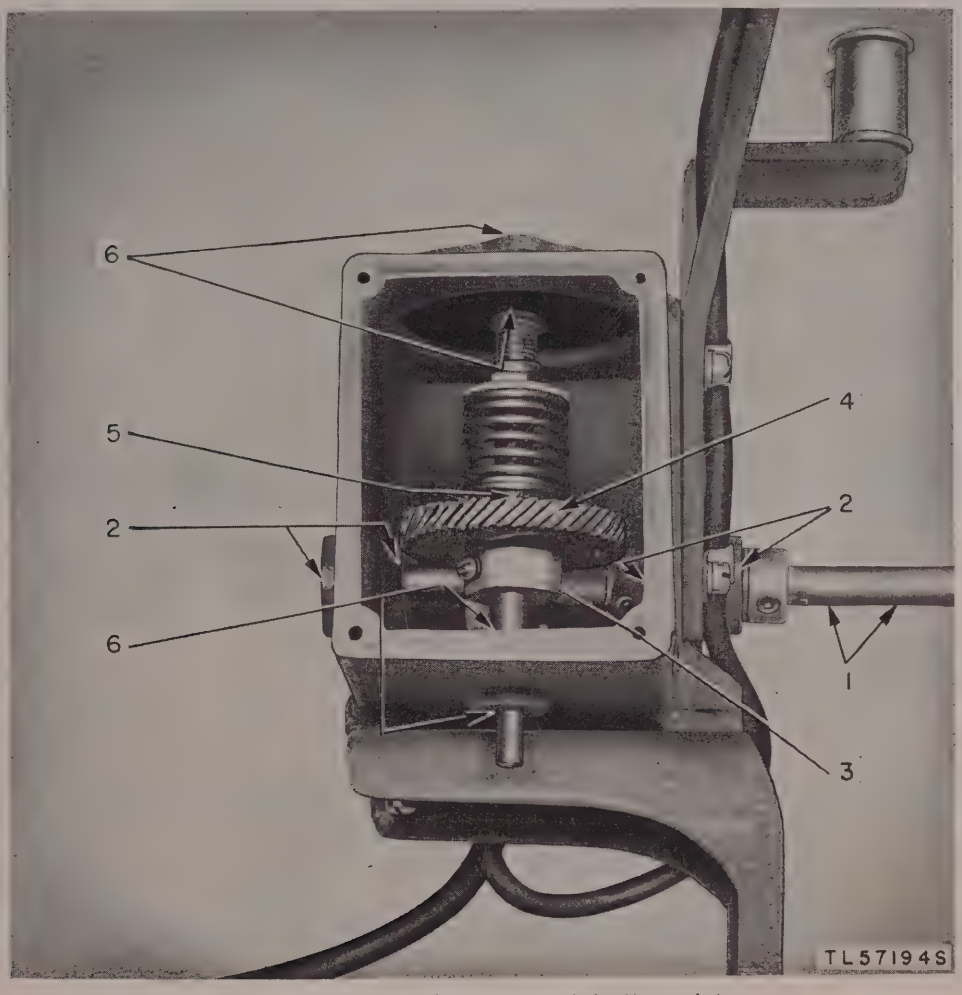

Figure 29. Tape-winder unit, lubrication points.
(1) Location of parts to be lubricated on the tape-winder unit, tape-winder motor, and console shelf is shown on figures 29 through 32. The type of lubricant to be used and specific instructions for lubricating each part are given in paragraph 88. Do not lubricate the equipment with the motor running.
(1) Remove the two nuts and bolts that fasten the unit to the shelf and place the unit on the bench.
(2) Remove the tape reel.
(3) Remove the top cover plate of the 1-to-1 gear box (fig. 29) by unscrewing the four screws which secure it to the case.
(4) With a clean brush and solvent (SD), clean the gears, shafts, and bearings located inside the 1-to-1 gear box. Wipe off the grease droppings from the bottom of the gear box.
(5) With a clean cloth dampened in solvent (SD), wipe the tape-reel shaft end clean of grease.
(6) Lubricate the tape-winder unit as specified in paragraph 88*a* (fig. 29).
a. Tape-Winder Unit (fig. 29).